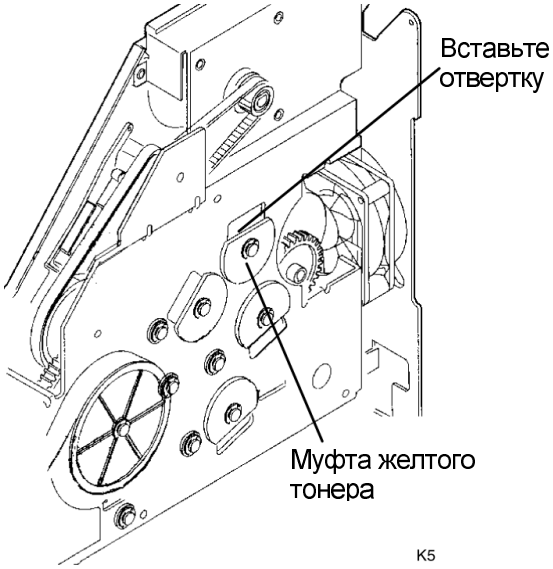

Рисунок 2. Включение соленоида
1. (Рисунок 2): Вставьте отвертку в отверстие, расположенное над муфтой желтого тонера, и вручную включите соленоид очистки магнитных валиков.